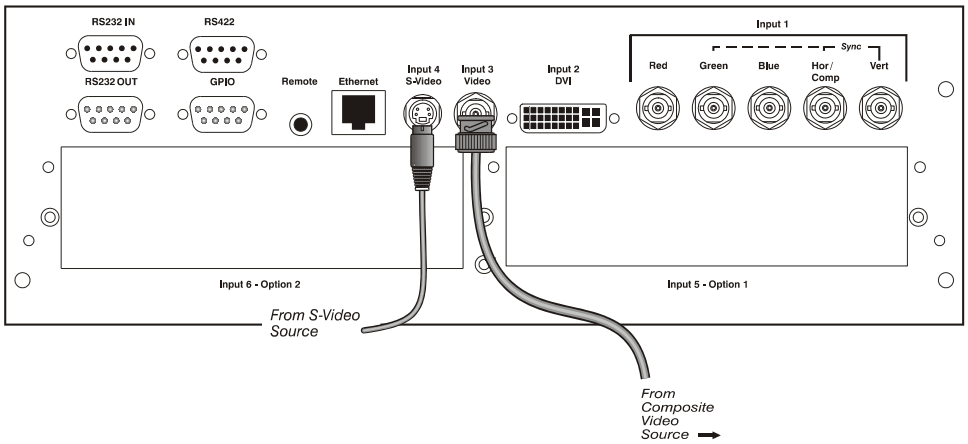

***Figure 2.9.Connecting Composite or S-Video sources***
▶ **INPUT 3** and **INPUT 4** provide simultaneous connection of both a composite video source (**INPUT 3**) and an S-Video source (**INPUT 4**). See Figure 2.9.